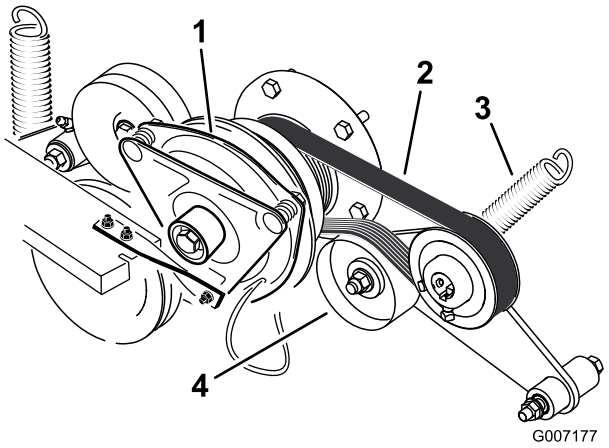

**Figuur 71**
3. Haal de veer van de arm van de spanpoelie (Figuur 71).
4. Plaats een nieuwe riem rond de motorpoelie en de poelie van de pomp van het hydraulische systeem (Figuur 71).
6. Monteer de veer op de arm van de spanpoelie (Figuur 71).